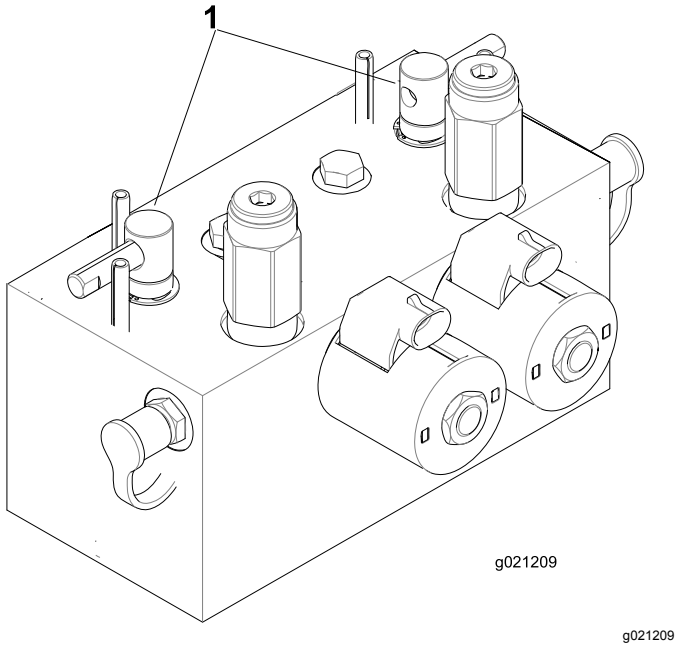

Figur 72
2. Lås sædet op, og løft det, så baglapningshåndtagene bliver tilgængelige (Figur 72).
5. Brug enten forreste, bageste eller begge baglapningshåndtag for at vælge de enheder, som skal baglappes (Figur 72).